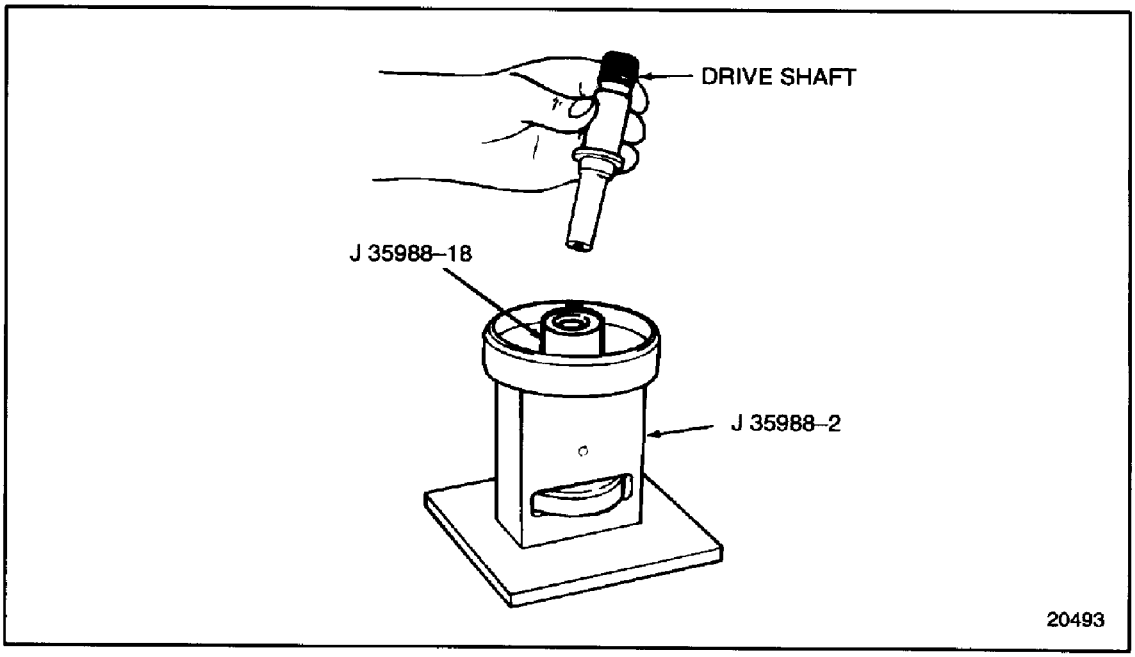

Figure 4-44 Bearing Installation Set-Up (FM)
3. Install the drive shaft into the center of the fixture usingJ 35988-18 andJ 35988-2, parts of tool set J 35988-D. See Figure 4-44.